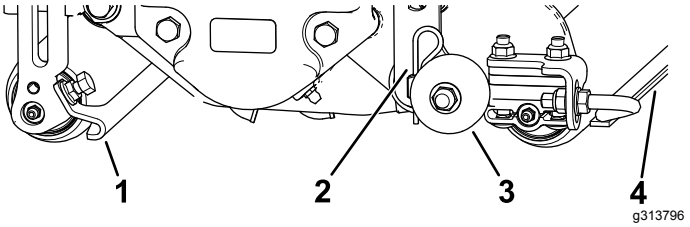

Figura 10
1. Afloje las tuercas que sujetan los rascadores de rodillo (Figura 10).
Antes de bajar los molinetes de verticorte al suelo del taller o de desmontarlos de la unidad de tracción, baje los rodillos de transporte (Figura 10) para proteger las cuchillas del contacto con una superficie dura.